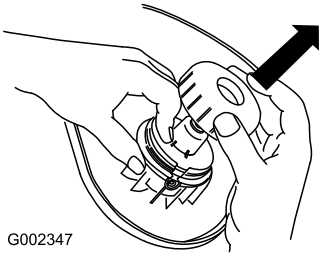

Figur 13
2. Ta bort kåpan och spolen (Figur 13).